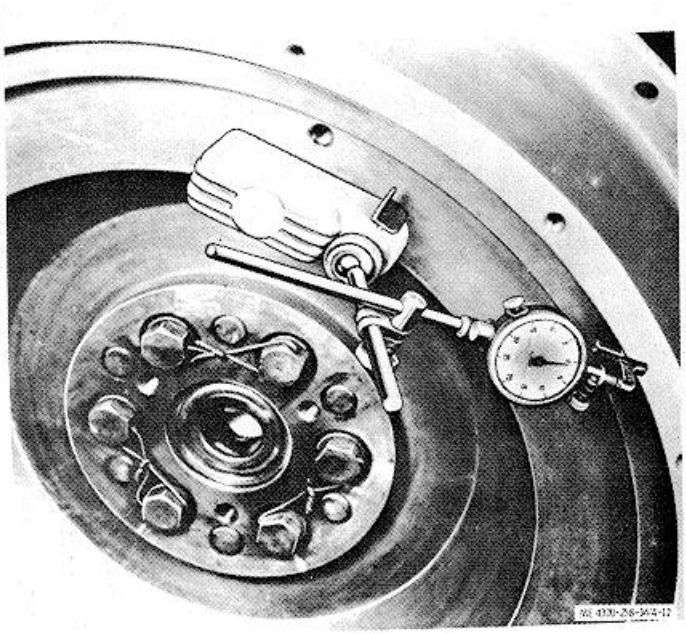

Figure 4-12. Checking flywheel housing runout.
(5) Check runout of the flywheel housing face by mounting a dial indicator so that it indicates the housing face (fig. 4-12); rotate the crankshaft through one revolution. Hold pressure against the flywheel to eliminate end play. If runout exceeds